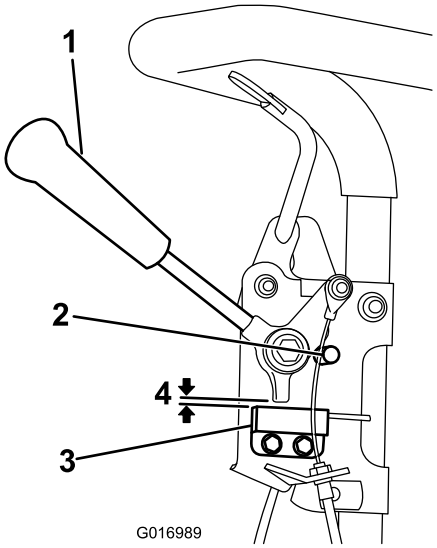

Figura 33
1. Certifique-se de que o motor está desligado e que a alavanca de tracção está desengatada e colocada na paragem neutra (Figura 33).
2. Desaperte as juntas de montagem do interruptor de segurança (Figura 33).
3. Coloque uma cunha de 0,08 cm entre a alavanca de tracção e o interruptor de segurança (Figura 33).